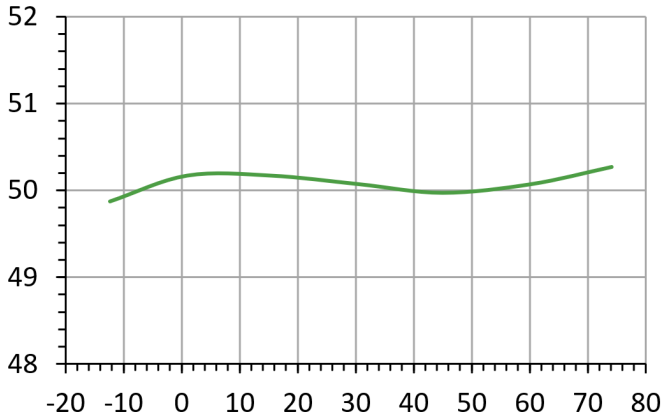

Fig. 20: Eye Crossing (%) vs Temp (°C) at 2.5Gb/s
2. Eye Crossing is calibrated at 2.5 Gbps with a 0.25 Vpp PRBS7 input pattern and 50% mark space density. The eye crossing of the input signal must be 50% +/- 0.1%. Crossing Point is measured using a LeCroy SDA 100G sampling oscilloscope, SE-50 sampler, and Anritsu 41KC-20 attenuator. No cables are inserted between the amplifier output, the attenuator, and the sampler. Eye Crossing accuracy is guaranteed at 40° C case temperature. See Figure 20 for typical temperature variation.